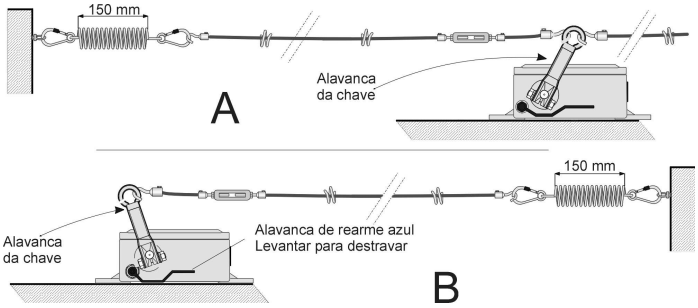

Fig. 5 – Ajuste do ponto de operação
4.6 Pressione a alavanca de rearme azul para cima e coloque a alavanca de acionamento na posição da fig. 5 B. Repetir o processo 4.5 para ajustar a tensão do cabo de aço na outra mola tracionadora.
- Uma vez eliminada a situação de emergência, o operador deve se dirigir à chave que comandou a parada de emergência e pressionar a alavanca de rearme azul para cima até liberar a trava. (fig. 5 B). O destravamento tem que ser feito manualmente, de forma deliberada, no local onde foi sinalizada a emergência.
- Na ocorrência de ruptura ou afrouxamento do cabo de aço, as molas tracionadoras automaticamente puxarão o cabo no sentido oposto do local onde ocorreu o afrouxamento ou ruptura, sinalizando emergência e forçando a parada do equipamento. Será necessário que seja feita a recolocação do cabo de aço conforme descrito no item 4 deste manual.